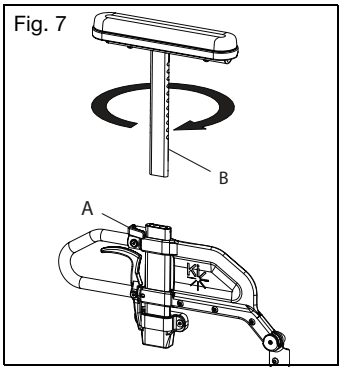

Fig. 7
a. Tire de la palanca de ajuste de altura (Fig. 7:A) y extraiga el grupo superior del brazo en T (Fig. 7:B).
c. Cierre la palanca de ajuste de altura (Fig. 7:A) para fijarla.